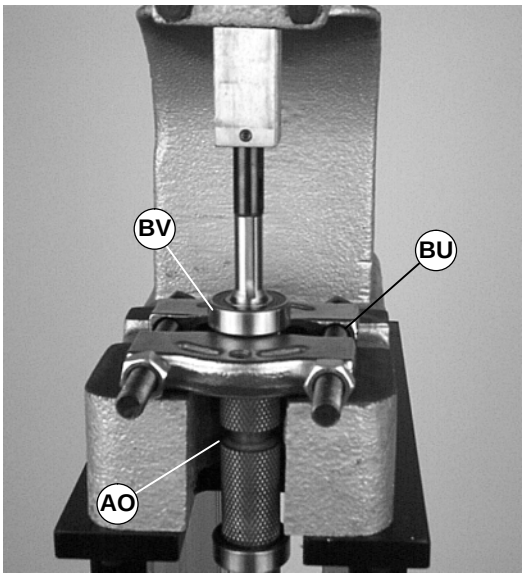

Abbildung 53
1. Die Antriebsrolle (AO siehe Abbildung 53) in einem normalen Lagerabzieher (BU) wie gezeigt positionieren.